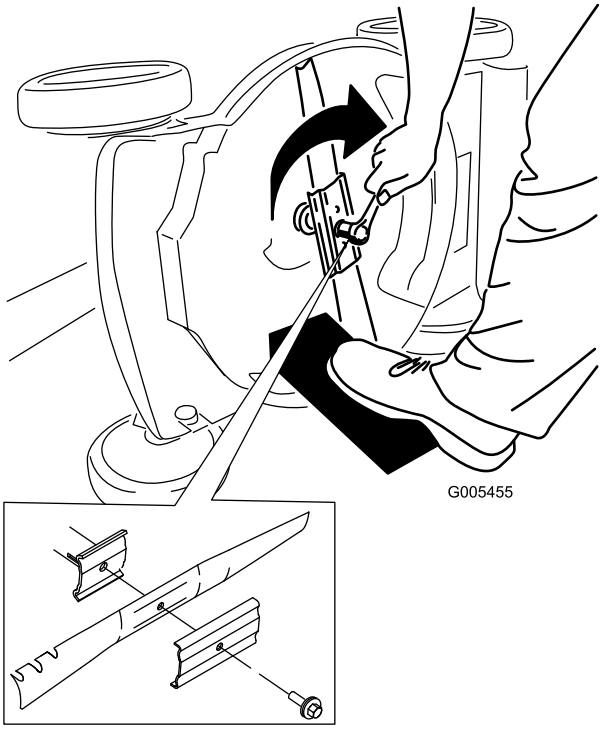

Figura 20
5. Instale la cuchilla nueva y todos los herrajes de montaje (Figura 20).